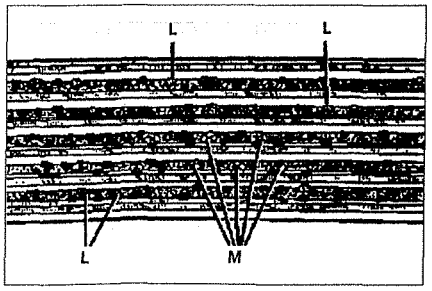

Рис. 1.7. Выдавливание резиновой массы на внешней части ремня L и загрязнение или налипание мелких камней в канавки ремня M.
- выдавливание резиновой массы на внешней части ремня **L** и загрязнение или налипание мелких камней в канавки ремня **M** (см.рис.1.7);